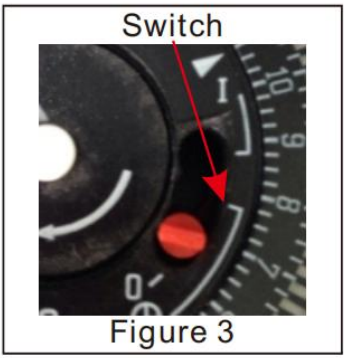

Figure 3
3. Druk de schakelaar naar beneden en plaats deze in de stand ' ' (zie afbeelding 3).